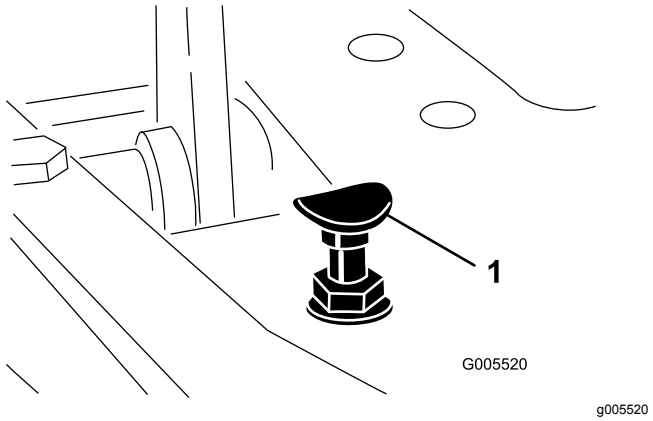

Figur 44
Du kommer upp i maximal transporthastighet genom att flytta funktionsreglaget till TRANSPORTLÄGET och trycka ned gaspedalen. Om pedalen får kontakt med stoppet (Figur 44) innan du känner någon spänning i kabeln genomför du följande justeringsprocedur:
1. Flytta funktionsreglaget till TRANSPORTLÄGET och lossa på låsmuttern som fäster pedalstoppet vid golvplattan (Figur 44).